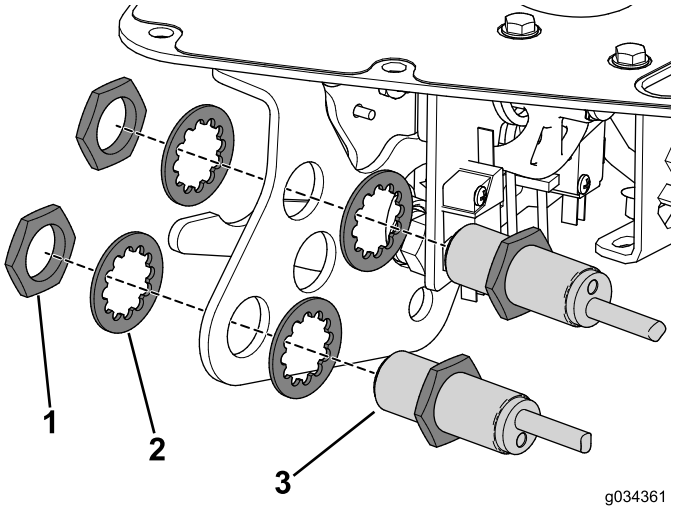

Figur 7
5. Fjern mutrene som fester nærhetssensorene til styrespakbraketten (Figur 7).